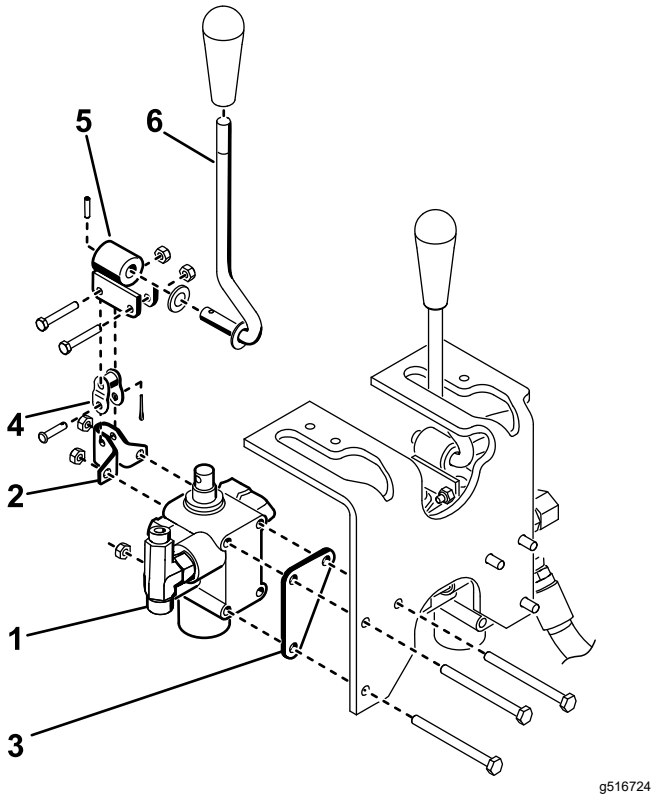

Bild 11
4. Befestigen Sie die Ventilbaugruppe, die Schwenkhalterung und die Ventilplatte mit drei Schrauben (¼" x 3") und drei Sicherungsmuttern (Bild 11) am Rahmen. Positionieren Sie die Ventilplatte bei der Montage gegen die Vorderseite des Rahmenträgers und ziehen Sie die Befestigungen mit 10 bis 12 N·m an.
5. Befestigen Sie die Schwenkhebel-Baugruppe mit 2 Schrauben (#10" x 1¼") und 2 Sicherungsmuttern (Bild 11) lose am Ventilschieber und am Kröpfglied.